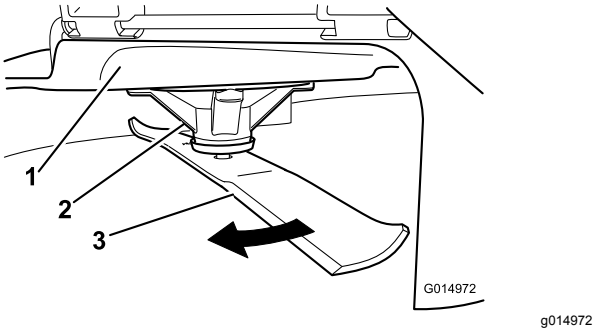

Figur 56
2. Bær tykt polstrede handsker eller anden tilstrækkelig håndbeskyttelse, drej langsomt skærekniven til en position, der gør det muligt for dig at måle afstanden mellem skærekanten og den plane flade, som maskinen befinder sig på (Figur 56).